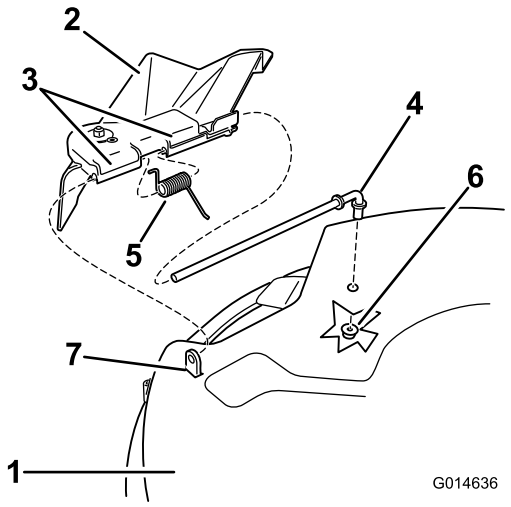
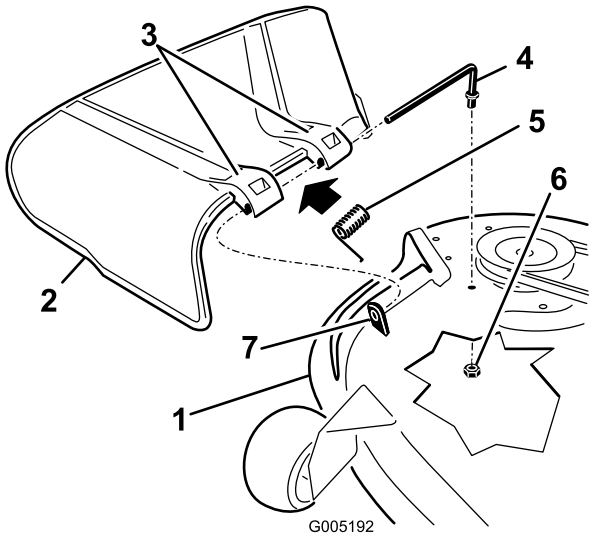

Figuur 65
Figuur 66
1. Verwijder de moer (3/8 inch) van de stang onder het maaidek (Figuur 65 en Figuur 66).
2. Schuif de stang uit de korte afstandhouder, veer en grasgeleider (Figuur 65 en Figuur 66).
4. Monteer de grasgeleider (Figuur 65 en Figuur 66).
7. Schuif de stang door de tweede beugel van de grasgeleider (Figuur 65 en Figuur 66).
9. Bevestig de achterzijde van de stang aan de maaier met een moer (3/8 inch), zoals geïllustreerd in Figuur 65 en Figuur 66.